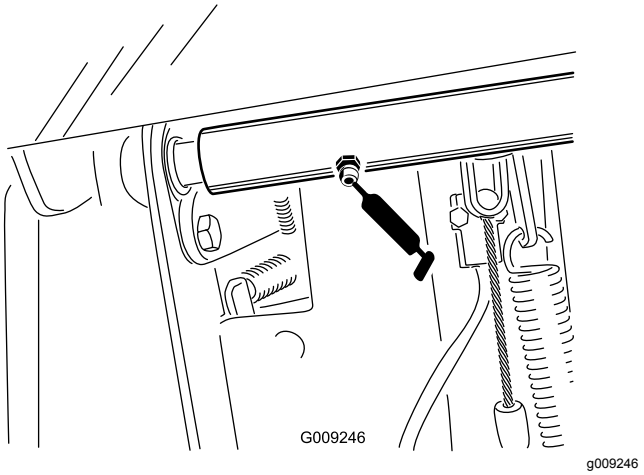

**Figuur 59**
- 2 lagers van draaias van rempedaal (Figuur 59)